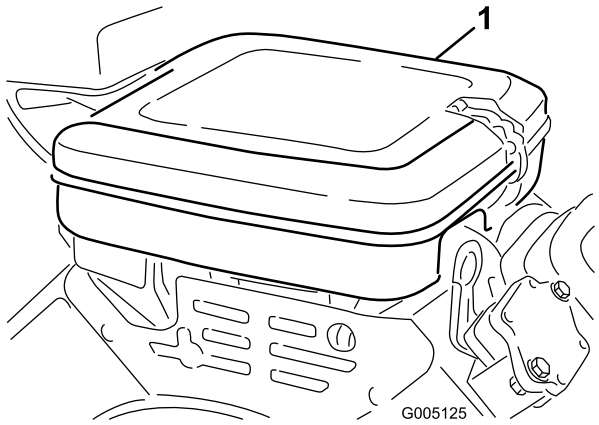

Figur 32
1. Ta av låseklemmene, og ta dekslet av luftrenseren (Figur 32). Rengjør dekslet grundig.